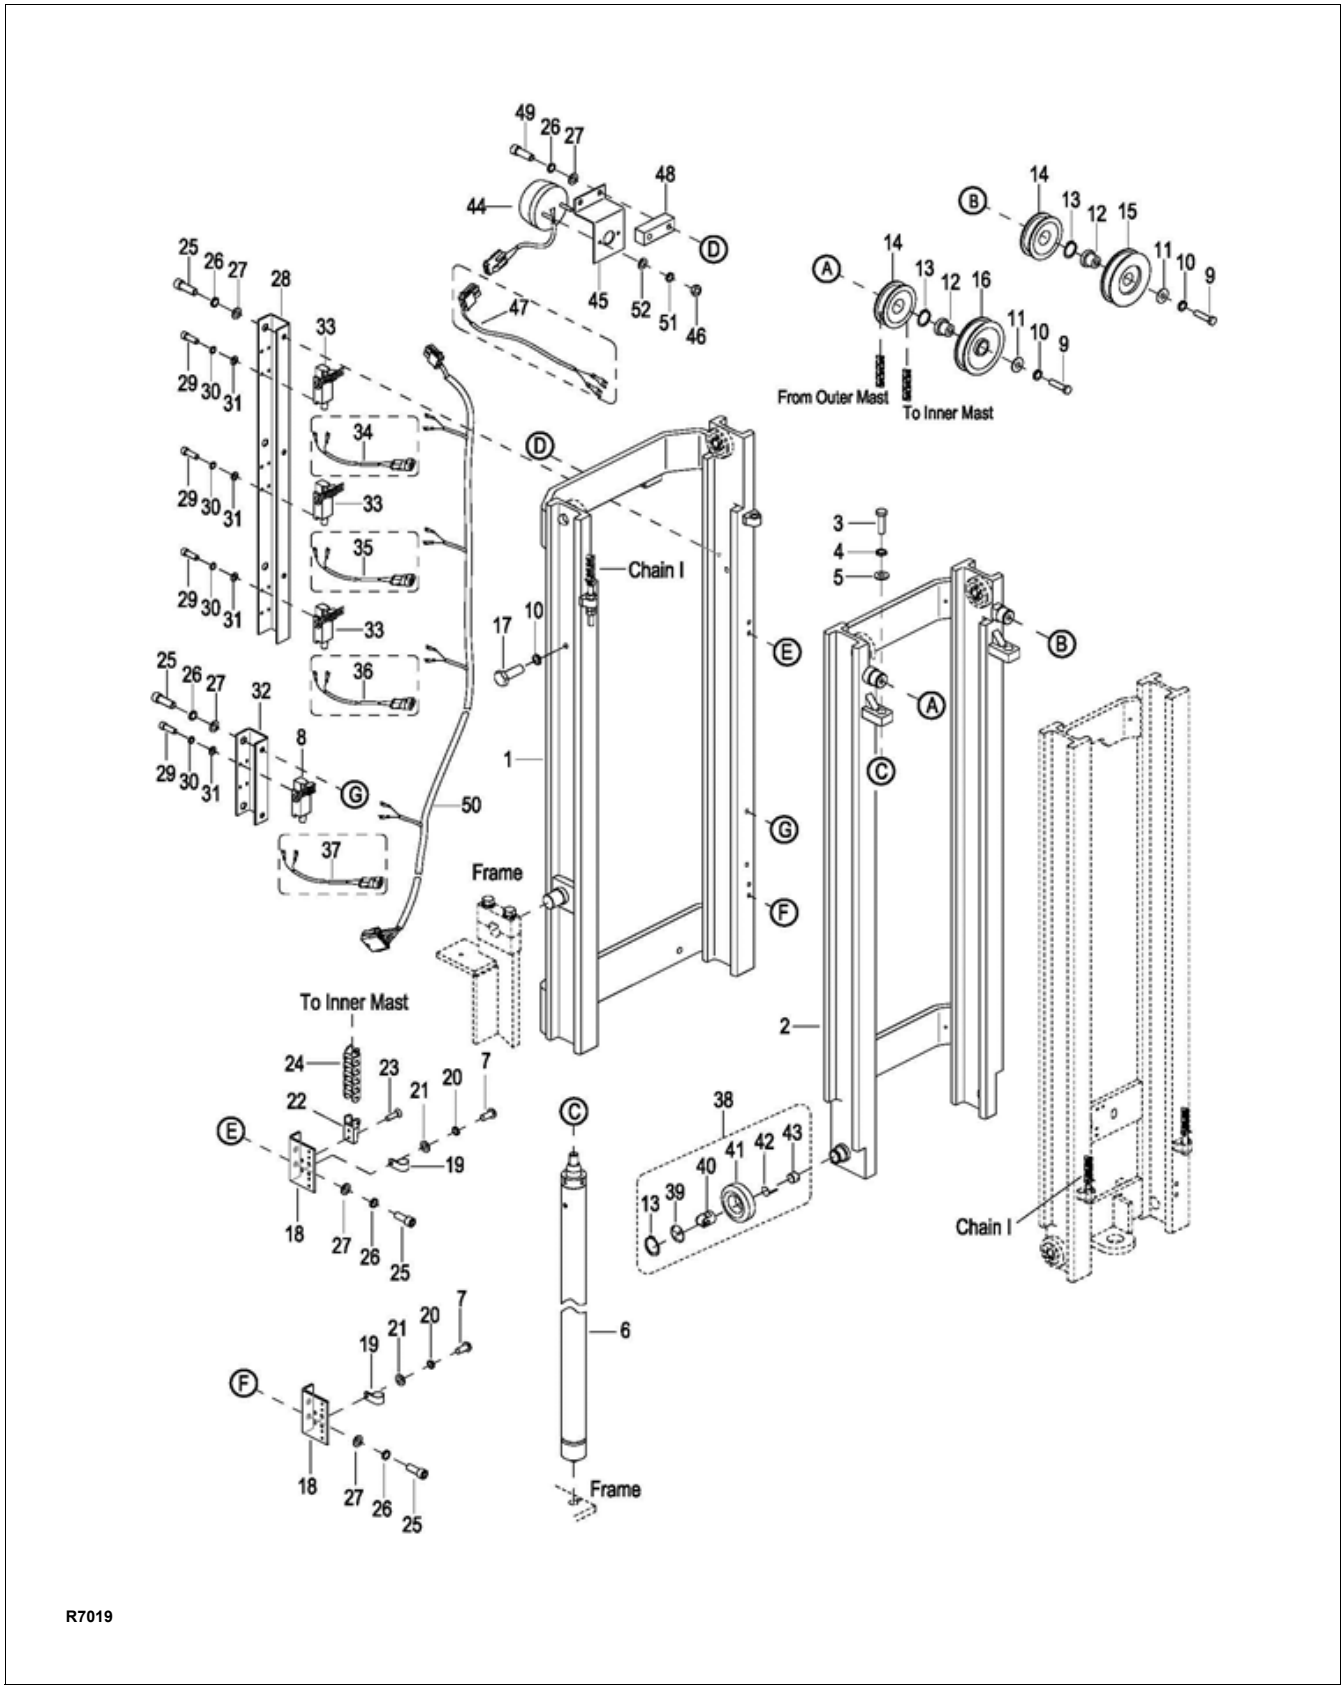

Figure 8-7 Elevation System (Three Stage Mast - Part 1)
1. With the vehicle wheels securely blocked, raise the platform approximately three feet and position blocks or strong supports under middle mast (2, Figure 8-7).
8. Remove two bolts (3, Figure 8-7), two lock washers (4) and two flat washers (5).
9. Raise lift cylinder assembly (6) up and out of vehicle.
1. Position the cylinder (6, Figure 8-7) on the frame.
2. Lift middle mast (2) and remove the blocking.
3. Install two bolts (3), two lock washers (4), and two flat washers (5).
4. Install connector (2) and washer (1); or connector (4), washer (5), relief valve (23), connector (7) and washer (1) two washers (5) and connector on cylinder (25).